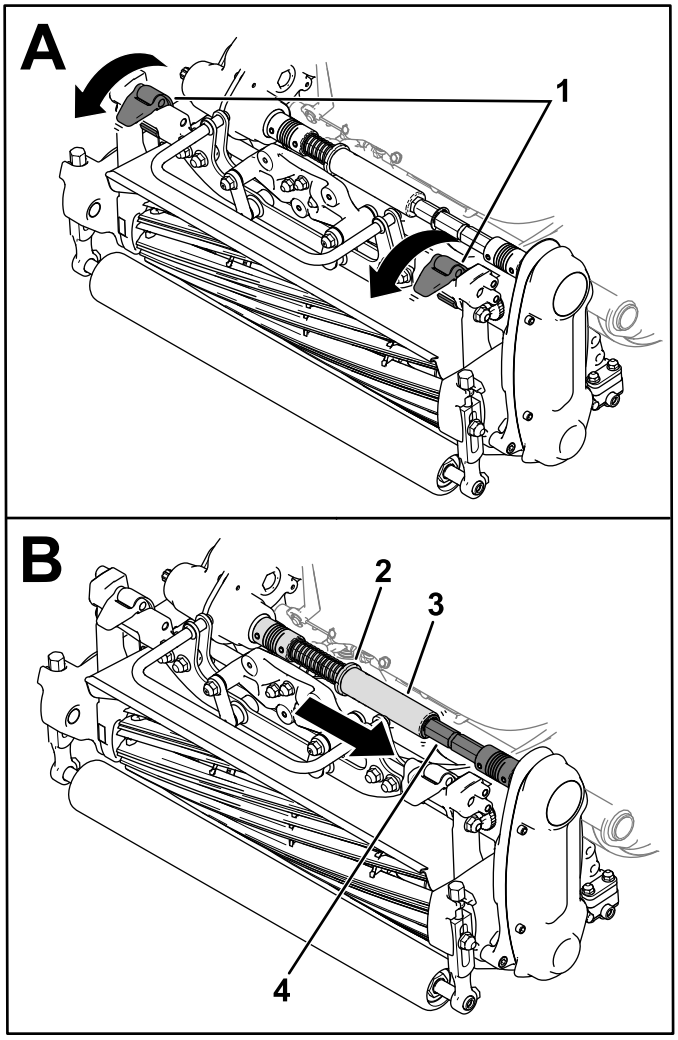

Rysunek 39
3. Przesuń zatrzaski zawieszenia w dół, aby zamocować zespół tnący do maszyny (Rysunek 39).
4. Wysuń kołnierz z rowka wału łącznika przekładni i włóż rurę sześciokątną do wału łącznika zespołu tnącego (Rysunek 39).